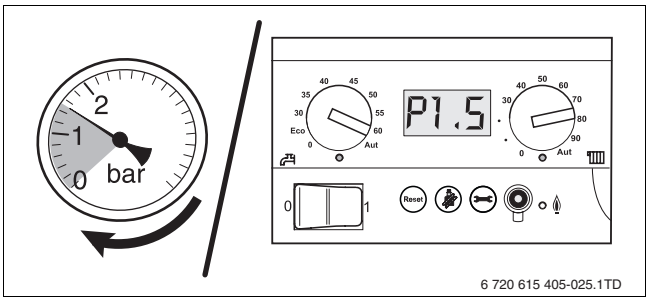

Rys. 50 Wskazanie ciśnienia analogowe/cyfrowe
- Odczytać na manometrze ciśnienie robocze (→ rysunek 50).
- Otworzyć zawór wody i napełnić instalację ogrzewczą do 1,5 bar. Obserwować przy tym wskazanie ciśnienia dla obiegu grzewczego (→ rysunek 50). Maksymalne ciśnienie w instalacji ogrzewczej mierzone bezpośrednio na gazowym kotle kondensacyjnym nie może przekraczać 2,5 bara.